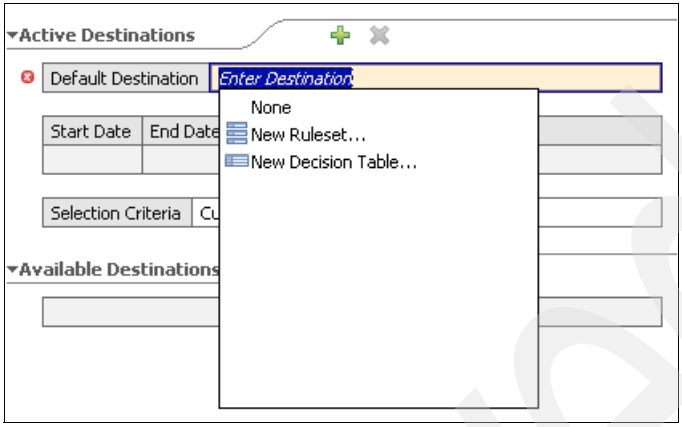

Figure A-64 Selecting New Ruleset
5. Under Active Destinations, click **Enter Destination**, and then select **New Ruleset** (Figure A-64).